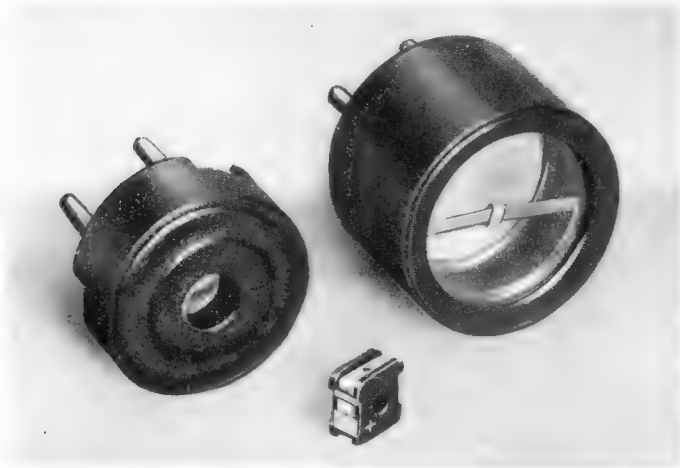

Bild 1. Cadmiumsulfid-Fotowiderstände der AEG. Von links nach rechts die Typen FW 1, FW 5, FW 6
1. FW 1, auf Vierstift-Europasockel ohne Reflektor *(Bild 1 links)*,
2. FW 6, auf Vierstift-Europasockel mit Reflektor *(Bild 1 rechts)*,
3. als Einsteckelement FW 5 (10×10×5 mm) mit seitlichen Kontaktflächen *(Bild 1 mitte)*,